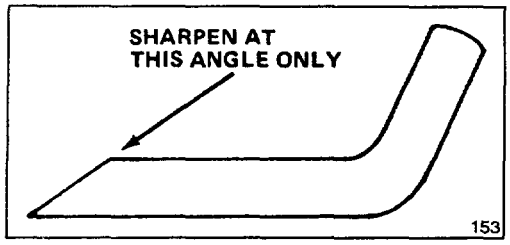

Figure 21
7. SHARPENING BLADE—Using a file, sharpen top side of blade (side facing mower housing) and maintain original cutting angle (Fig. 21). The blade will remain balanced if the same amount of material is removed from both cutting edges.